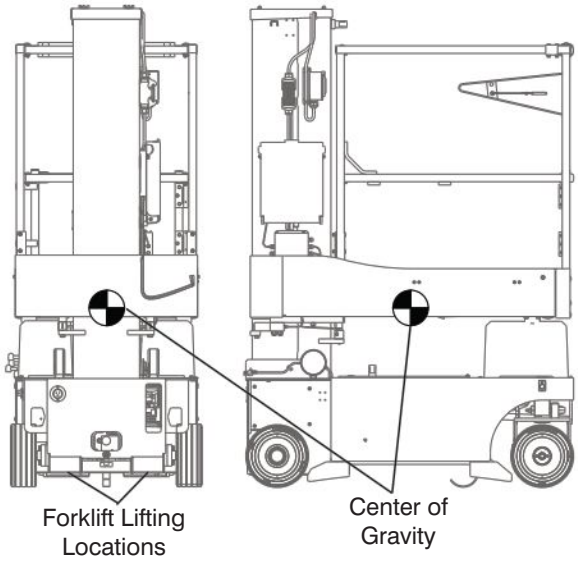

Figure 05 *Center of gravity and forklift lift locations*
*For the weight of the MEWP, refer to Section 7.3 Horizontally, the **center of gravity** is approximately in the middle of the MEWP, front to back and side to side. Refer to Figure 05. Vertically, the center of gravity is approximately a small distance above the chassis.*
For the weight of the MEWP, refer to Section 7.3. The center of gravity is approximately in the middle of the MEWP, front to back and side to side. Refer to Figure 05. Vertically, the center of gravity is approximately a small distance above the base..
A forklift truck can lift the MEWP from the back. Lift with the forks in the forklift lift locations as shown in Figure 05.